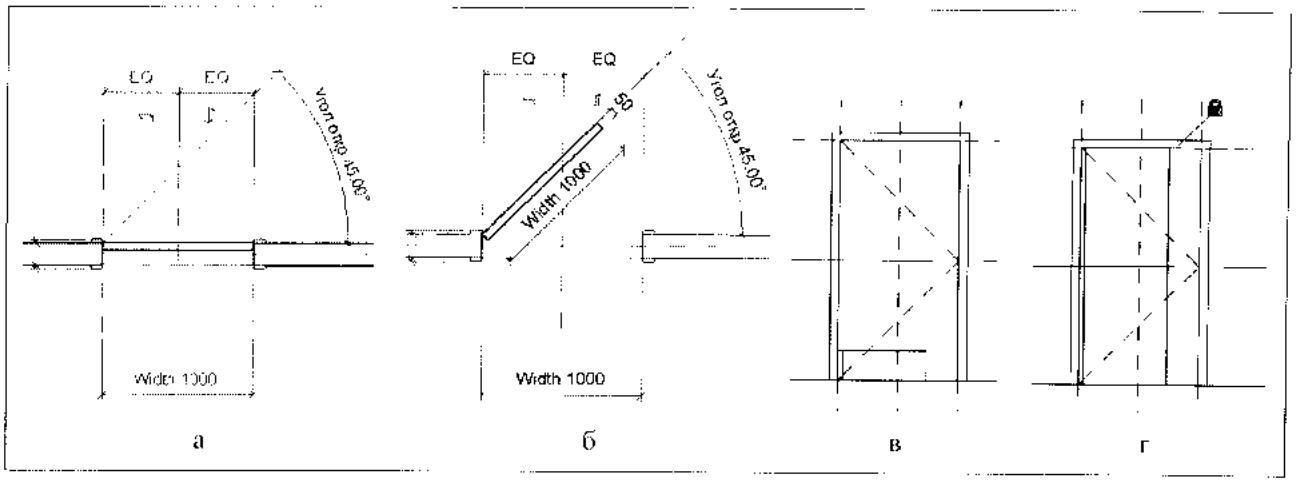

Рис. 18.24. *Построение дверного полотна*
4. Построить дверное полотно (рис. 18.24):